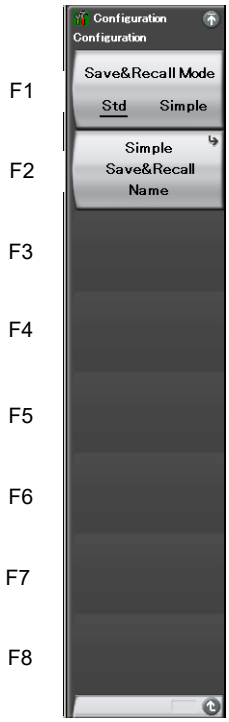

Figure 3.6.4-1 Save&Recall Settings function menu
3. Press F6 (Save&Recall Settings) to display the Save&Recall Settings function menu in Figure 3.6.4-1.